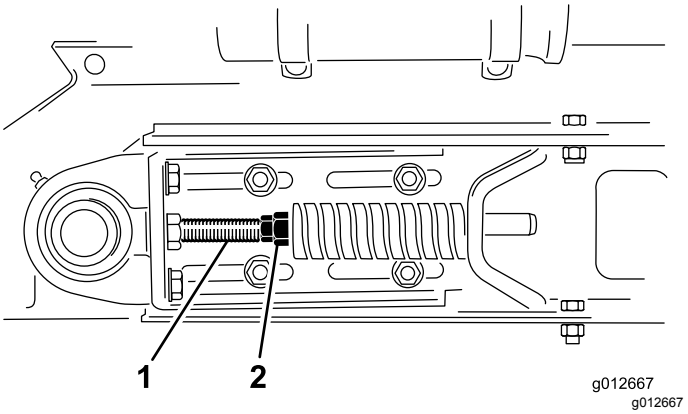

Figuur 25
1. Maak de voorste en achterste contramoeren op de spanstang los om de spanning van de veer te halen (Figuur 25).